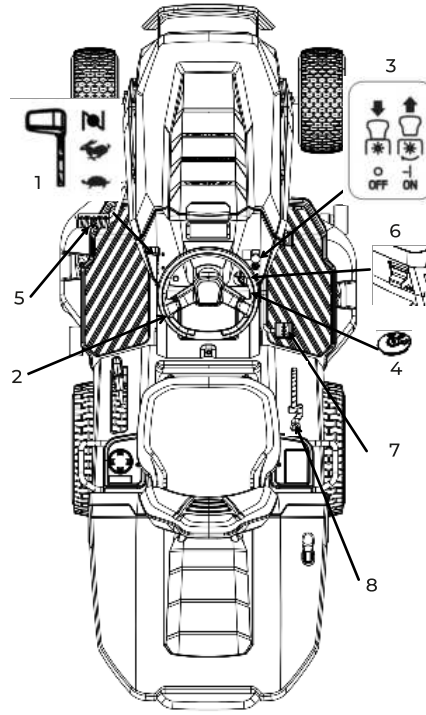

Рис. 13
7.1. Рычаг газа (рис. 13, поз. 1)
7.2. Рулевое колесо (рис. 13, поз. 2)
7.3. Кнопка пуска/остановки режущей гарнитуры (рис. 13, поз. 3)
7.4. Ключ зажигания (рис. 13, поз. 4)
7.5. Педаль тормоза (рис. 13, поз. 5)
7.6. Рычаг стояночного тормоза (рис. 13, поз. 6)
7.7. Педаль газа (рис. 13, поз. 7)
7.8. Рычаг включения привода (рис. 13, поз. 8)